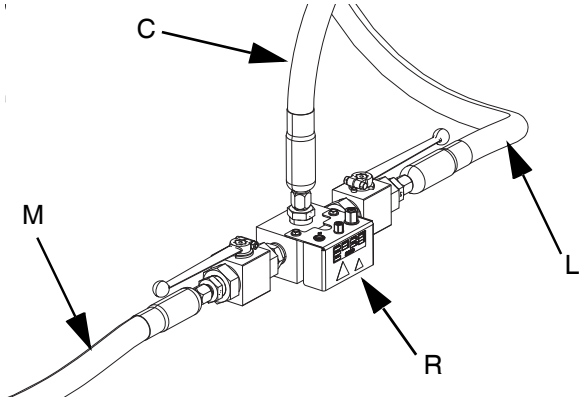

FIG. 19
c. Conecte la manguera en tándem 1 (L) y la manguera en tándem 2 (M) entre el sistema de suministro y el bloque en tándem (R). Consulte la FIG. 19.
d. Conecte la manguera de suministro 1 (C) al bloque en tándem (R). Consulte la FIG. 19.